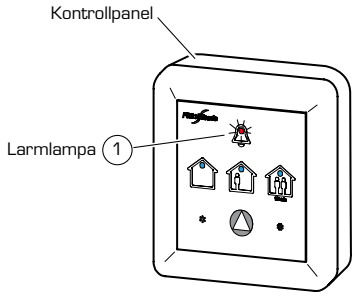

Figur 12. Larmlampa på kontrollpanelen (tillbehör).
Larmlampa ① på kontrollpanelen och larmlampa D9 ② på styrkortet **blinkar**, se figur 12 och 13. Läs mer om filterbyte nedan.
Larmlampa ① på kontrollpanelen och larmlampa D9 ② på styrkortet **lyser**, se figur 12 och 13. Aggregatet har stannat. Läs mer om temperaturlarm på nästa sida.